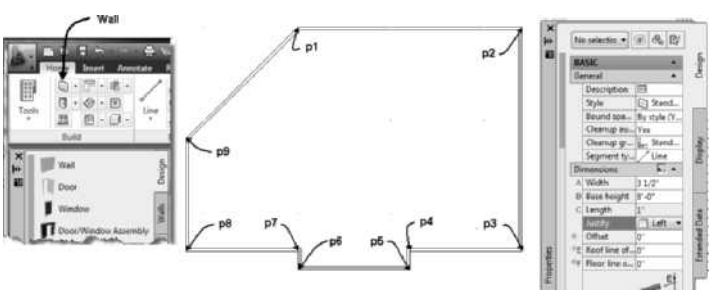

FIGURE 2.15 *Close option used to draw the last wall segment*
9. Edit the Design tab of the **Properties** palette as follows (the results should look like those in Figure 2.15): Basic: Style = **Standard**, Bound Spaces = **By style (Yes)**, Cleanup automatically = **Yes**, Cleanup group definition = **Standard**, Segment type = **Line**, A-Width = **3 1/2 [89]**, Base height = **8' [2440]**, Justify = **Left**, Offset = **0**, Roof line offset from base height = **0**, and Floor line offset from baseline = **0**.
10. Begin drawing the walls as shown in Figure 2.15 using direct distance entry. Type the distances in the dynamic dimension field of the workspace as follows:
Start point or: **150',50'** [13750,20000] ENTER *(Point* p1 *established as shown in Figure 2.15.)*
(Wall segments will be drawn as shown in Figure 2.15.)